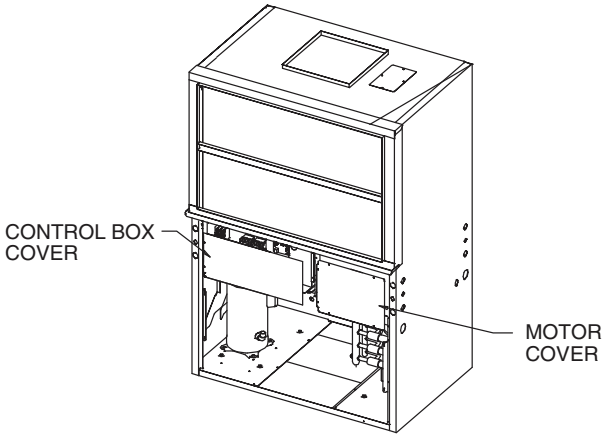

Fig. 22 — Replace Belt and Motor and Control Box Covers
7. Put belt back on and tighten. Put control box cover and motor cover on return side. See Fig. 22.